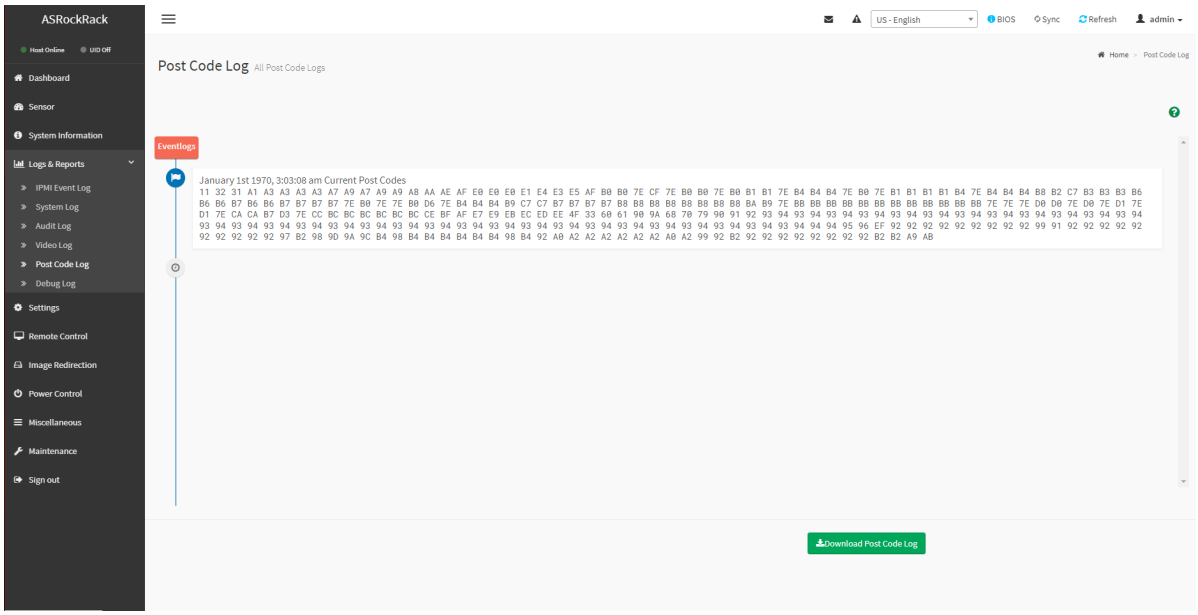

Рис. 110. Окно «Post Code Log»
6) Пройдите во вкладку «Logs & Reports» → «Post Code Log» видеожурнал предоставляет функцию, которая записывает видео при возникновении определенного события в сервере. В поле «Filter by Date» произведите фильтрацию по дате начала события «Start Date», в поле «End Date» произведите фильтрацию по дате окончания события. Окно показано на рис. 110 Окно «Post Code Log»